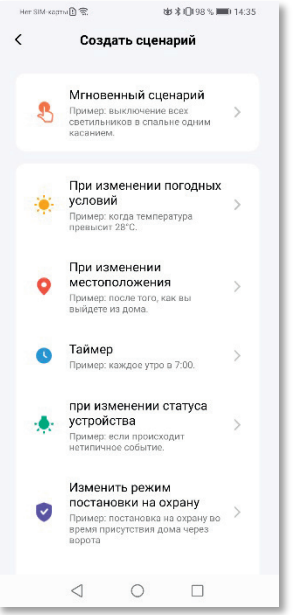

Рисунок 15.
2) В появившемся окне типа сценария выберите пункт «**При изменении статуса устройства**» (рис. 15).